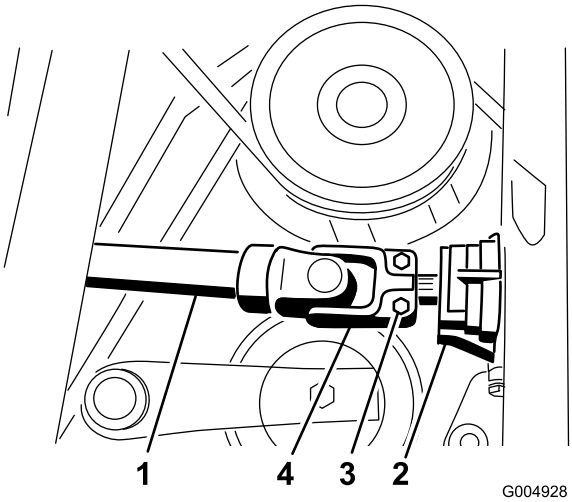

**Rysunek 87**
43. Nasuń wał napędowy na wałek skrzyni przekładniowej (Rysunek 87). Załóż kołek sprężysty i dokręć śruby momentem siły 20–25 N-m.